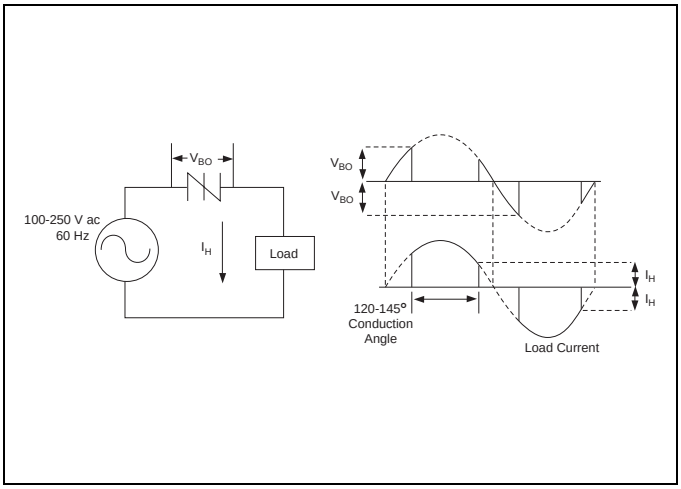

Figure E9.14 Basic Sidac Circuit
(7) See Figure E9.14 for clarification of sidac operation.
(8) For best sidac operation, the load impedance should be near or less than switching resistance.
(9) See package outlines for lead form configurations. When ordering special lead forming, add type number as suffix to part number.
(10) Do not use electrically connected mounting tab or center lead.